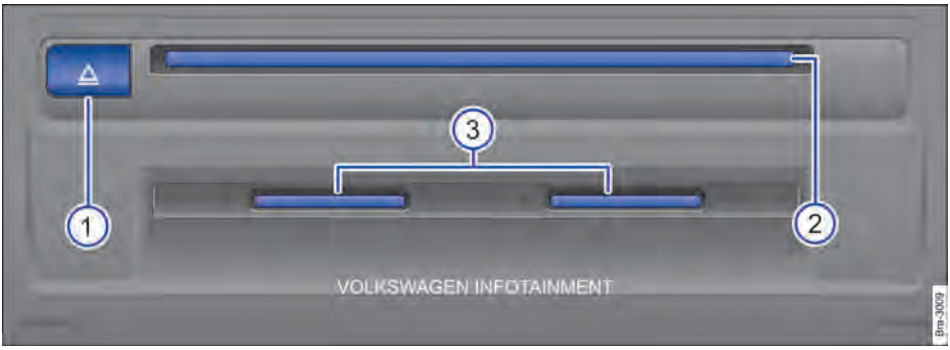

Fig. 144 Unidade multimídia externa: no porta-luvas.
Legenda para → Fig. 144:
– Após a solicitação, inserir o CD na entrada para CD da unidade de CD → Fig. 144 (2) até que seja puxado automaticamente para dentro.
– Pressionar o botão de ejeção → Fig. 144 (1).
Na entrada de cartão SD → Fig. 144 ③ somente podem ser inseridos cartões SD com as dimensões de 32 mm x 24 mm x 2,1 mm (1,26 x 0,94 x 0,083 polegadas) **ou** 32 mm x 24 mm x 1,4 mm (1,26 x 0,94 x 0,055 polegadas).
– Introduzir cuidadosamente o cartão SD, com a borda recortada para cima e as inscrições a esquerda na entrada para cartões SD → Fig. 144 ③.